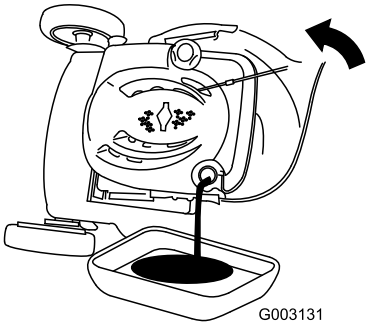

**Figur 35**
7. Lägg maskinen på sidan med påfyllningsröret nedåt för att tömma ut oljan genom påfyllningsröret i kärlet (Figur 35).